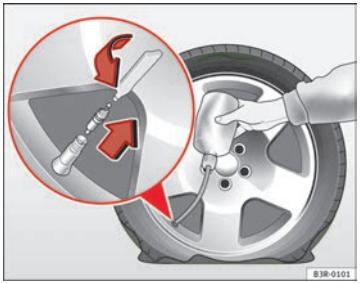

Fig. 201 Repairing a tyre
– Take the valve cap off the tyre valve and use the enclosed valve insert tool to unscrew the valve insert ⇒ Fig. 201.